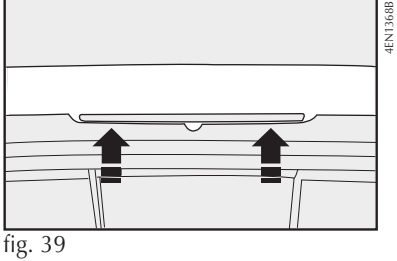

fig. 39
1) agindo pelo compartimento de carga, retirar os parafusos que fixam o conjunto **fig. 39**, conforme indicado;